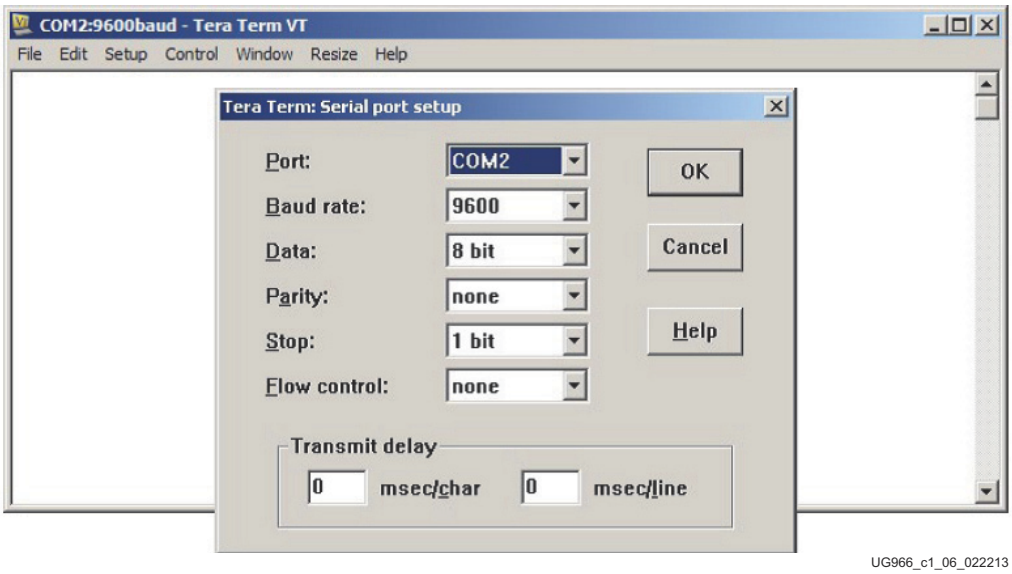

Figure 1-6: **Serial Port Setup Window**
4. Under **Setup > Serial Port . . .** ensure that the settings match Figure 1-6:
Figure 1-6 shows the serial port setup window.